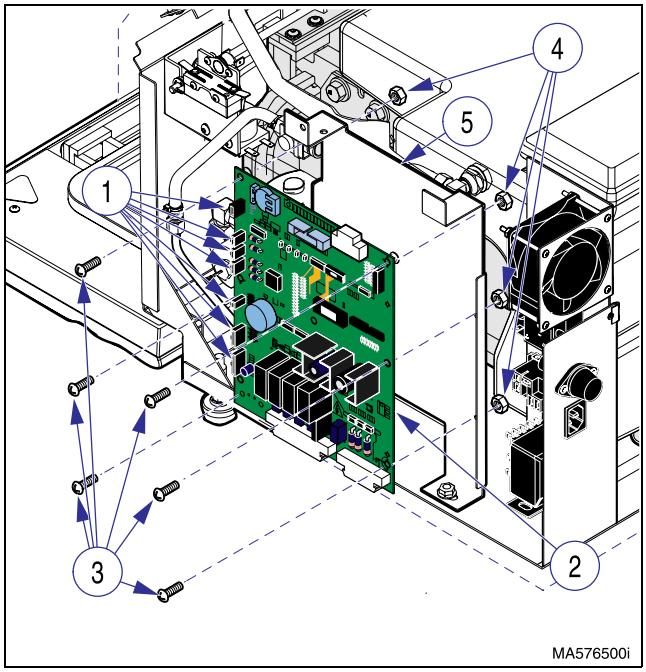

Figure 4-22. Main P.C. Board
(2) Unplug power cord from outlet receptacle.
(3) Remove R.H. side panel (Refer to para 4.2).
(4) Tag and disconnect ten wire harnesses (1, Figure 4-22) from main control p.c board (2).
(5) Remove six screws (3), locknuts (4), and main control p.c. board (2) from PC board bracket (5).
(1) Install main p.c. board (2, Figure 4-22) on PC board bracket (5) and secure with six screws (3) and locknuts (4).